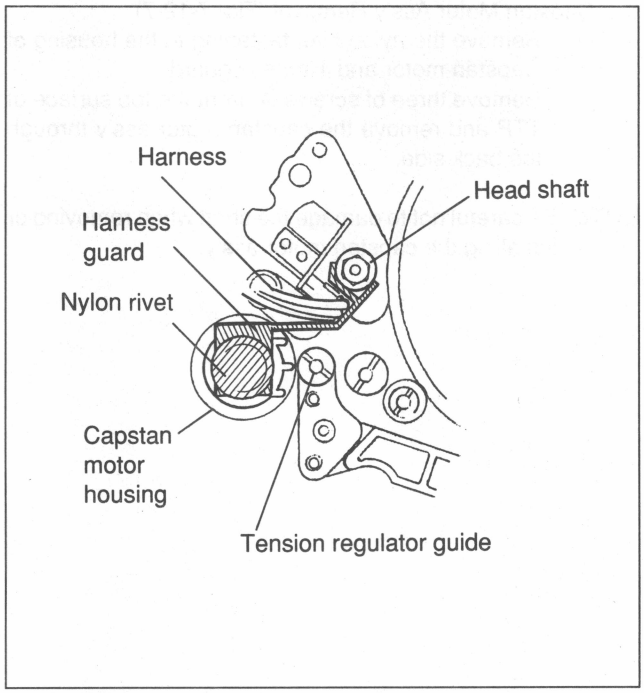

Fig.7-12-9 Harness Guard Installation
(1) Insert the Capstan motor housing from the back side of the TTP block, turn the capstan motorass'yclockwise to removing a play when viewed from the top, and install it with three of screw ④.
(2) Arrange the 6 harnesses from the Fixing head board (AH-22) after being just above. Lightly press the Harness guard removed at Step 5-(1), and be situate the end of the Harness guard at the Fixing head support as shown in Fig. 7-12-9, and fasten the Capstan motor housing to the Harness guard using a nylon rivet.